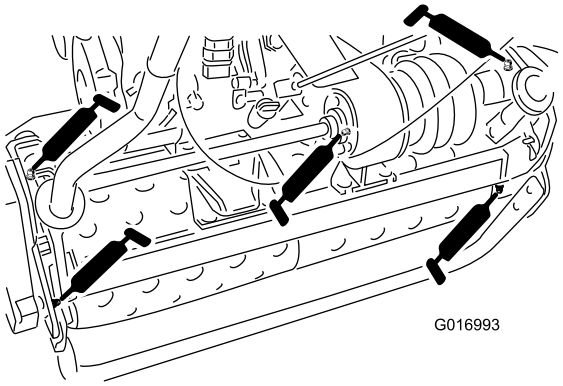

**Rysunek 18**
- 2 na osiach bębnowych (Rysunek 18)
- 3 na mechanizmie różnicowym (Rysunek 18)